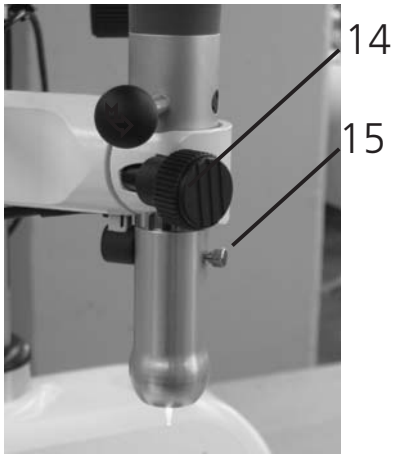

Fig. 1
Una vez que se desmonta la cabeza de luz y se suelta el tornillo moleteado (14), es posible extraer el husillo portafresas hacia arriba. Para desmontar la cabeza de luz incluida en el suministro, hay que soltar el respectivo tornillo moleteado (15) (fig. 1) y extraer la cabeza de luz cuidadosamente hacia abajo. Proceda de manera inversa para colocar la cabeza de luz.